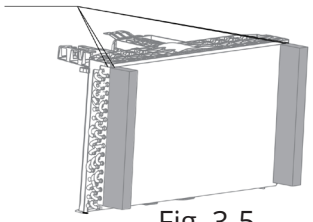

Fig. 3-5
- Si utiliza una rejilla trasera antigua, retire la esponja de la rejilla trasera y, a continuación, fije la Esponja B al panel trasero de la unidad. (Véase la Fig. 3-5).
- Si utiliza una rejilla trasera nueva, no fije ninguna esponja a la rejilla trasera; fije la Esponja B al panel trasero de la máquina. (Véase la Fig. 3-5).